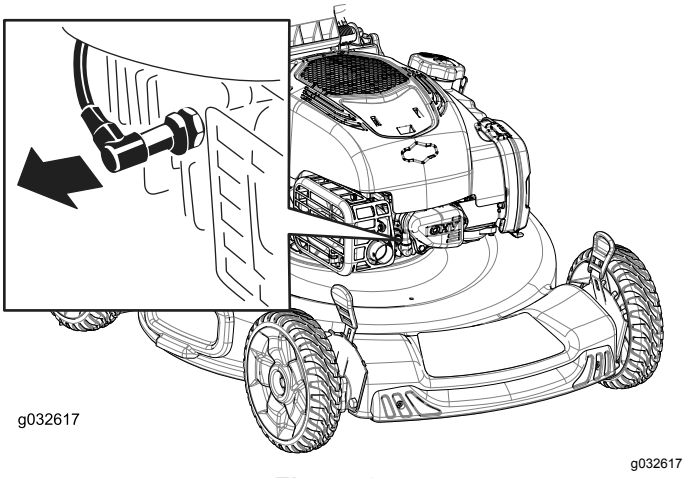

Figura 25
2. Desconecte el cable de la bujía (Figura 25).